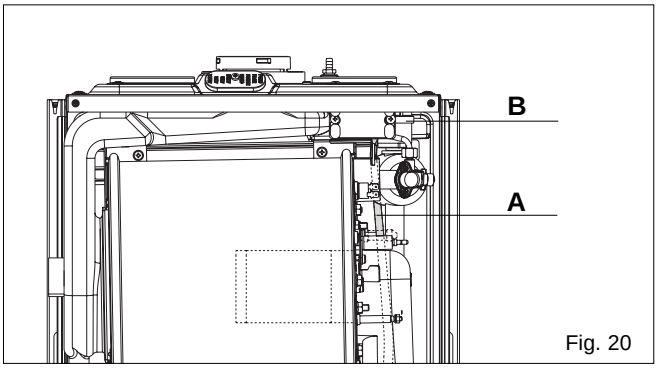

Fig. 20
6.7.1 TOP AUTOMATIC AIR RELEASE VALVE (fig. 20)